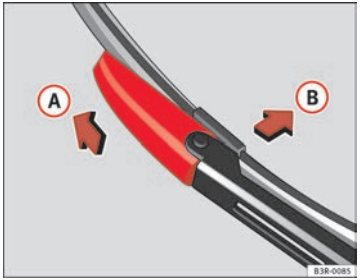

Fig. 183 Removing the wiper blade
– Slide the retainer catch on the wiper blade in the direction indicated ⇒ fig. 183 (A). Hold onto the wiper blade at the same time.
– Pull the wiper blade (B) out of its mounting on the wiper arm.